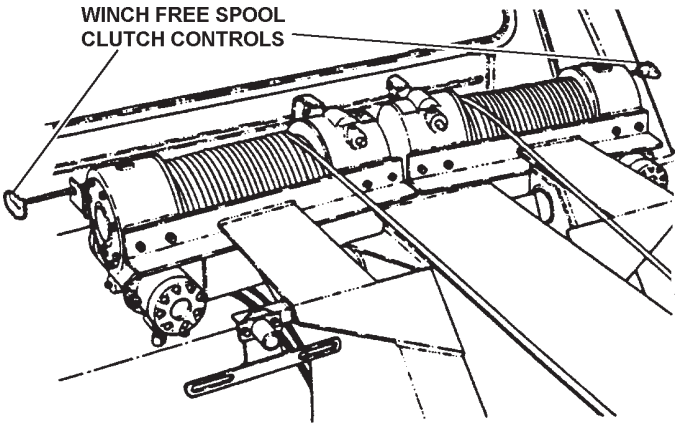

FIGURE 3.6
3.8 Your wrecker is also equipped with Winch Free Spool Clutch Controls located at each winch (manual) or on either side of the wrecker body (air operated). These controls are used for allowing the winches to freespool for payout of cable. See Figure 3.6.